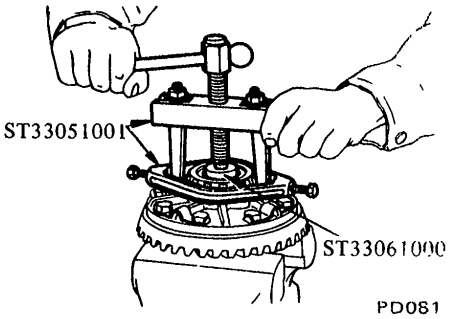

Fig. PD-7 Removing side bearing
1. Extract bearing using Differential Side Bearing Puller ST3306S001 (set of ST33051001 and ST33061000). See Figure PD-7.